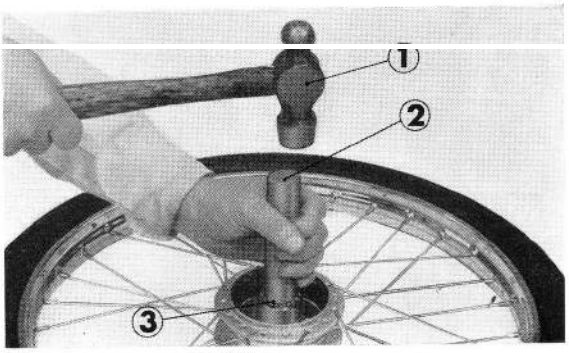

**Figure 4-8 : ① marteau à boule ② pose-roulement ③ roulement à billes 6201**
5. Enlever du moyeu et du roulement la graisse usée, et la remplacer par de la graisse neuve. Mettre en place le collier d'espacement, le roulement à billes 6201 et le joint d'étanchéite (figure 4-8).